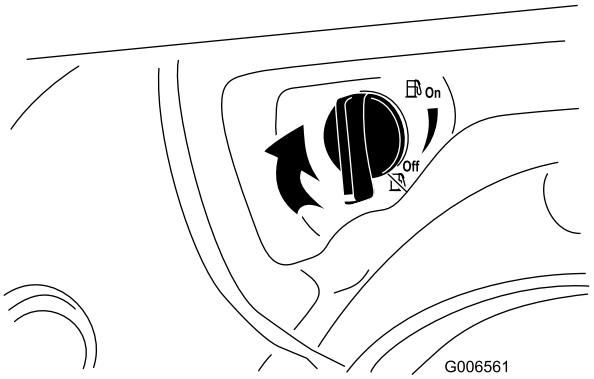

Figur 27
4. Luk brændstofafbryderventilen ved at dreje den med uret (Figur 27).